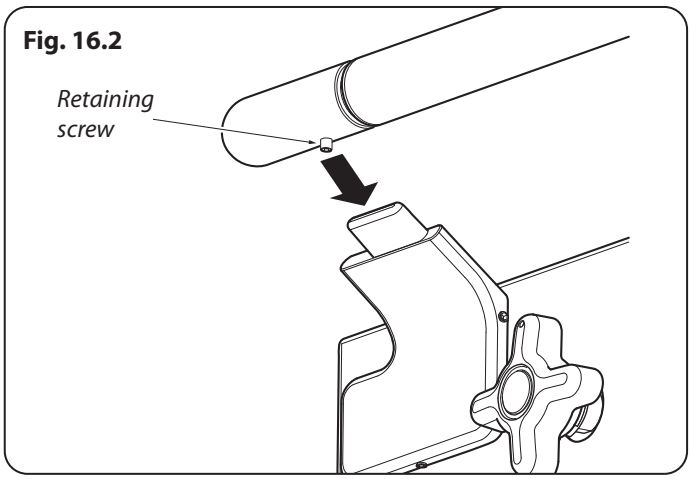

Fig. 16.2
3. Locate the handrail onto the support tabs and, using the 3 mm Allen key supplied, tighten the one retaining screws in the bottom to secure (**Fig. 16.2**).